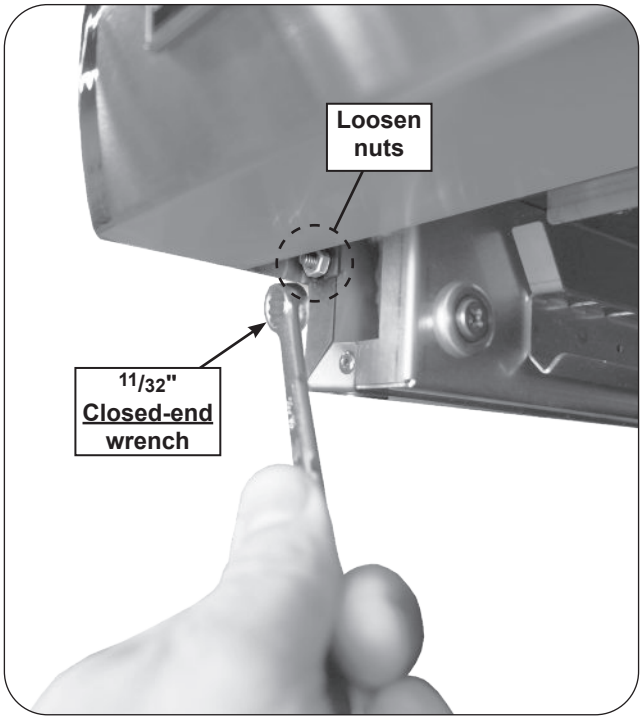

Fig. 35-1 Remove control panel
3. Loosen the nuts underneath the left and right sides of the control panel with a 11/32" closed-end wrench (see Fig. 35-1), then lift the panel until it is freed from the screws. Carefully rest the control panel by the internal chains.